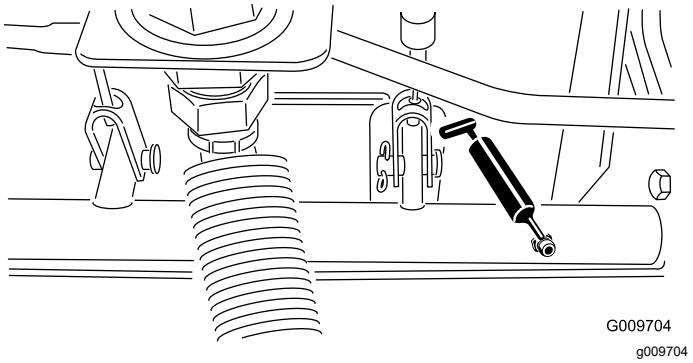

Figur 79
- Tapplagrene for bremseakselen (5) (Figur 79)